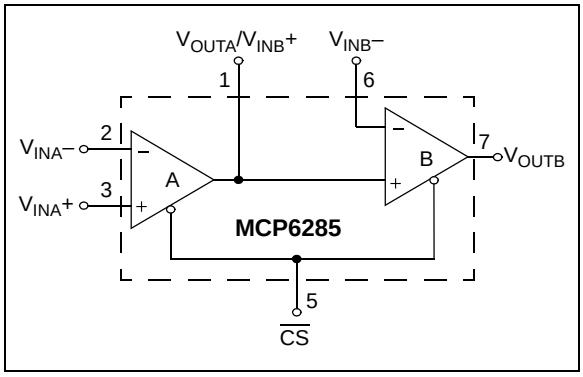

FIGURE 4-5: *Cascaded Gain Amplifier.*
The MCP6285 is a dual op amp with Chip Select ($\overline{CS}$). The Chip Select input is available on what would be the non-inverting input of a standard dual op amp (pin 5). This pin is available because the output of op amp A connects to the non-inverting input of op amp B, as shown in Figure 4-5. The Chip Select input, which can be connected to a microcontroller I/O line, puts the device in Low-power mode. Refer to **Section 4.4 "MCP628X Chip Select (CS)"**.